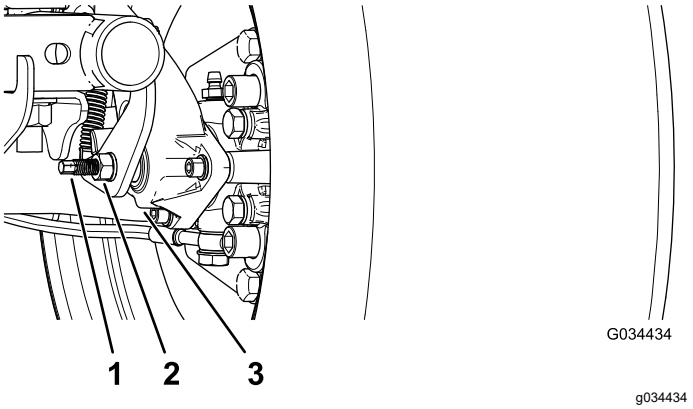

Figur 50
3. Använd två skiftnycklar. Håll justeringsstaven på bromsoket på plats med den ena skiftnyckeln och lossa kontramuttern ett kvarts varv med den andra (Figur 50).
4. Håll justeringsstaven och kontramuttern på plats. Vrid justeringsstaven inåt för att dra åt (Figur 50).
5. När justeringsstaven och kontramuttern sitter på plats lossar du ett kvarts varv (Figur 50).
6. När justeringsstaven och kontramuttern sitter på plats drar du åt kontramuttern (Figur 50).